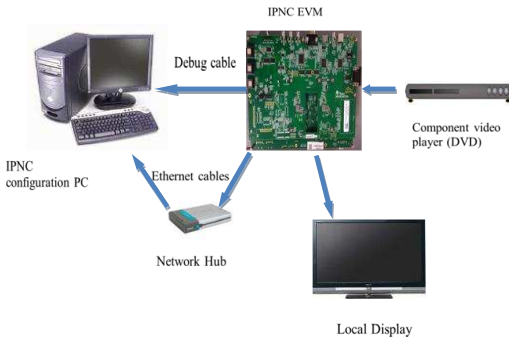
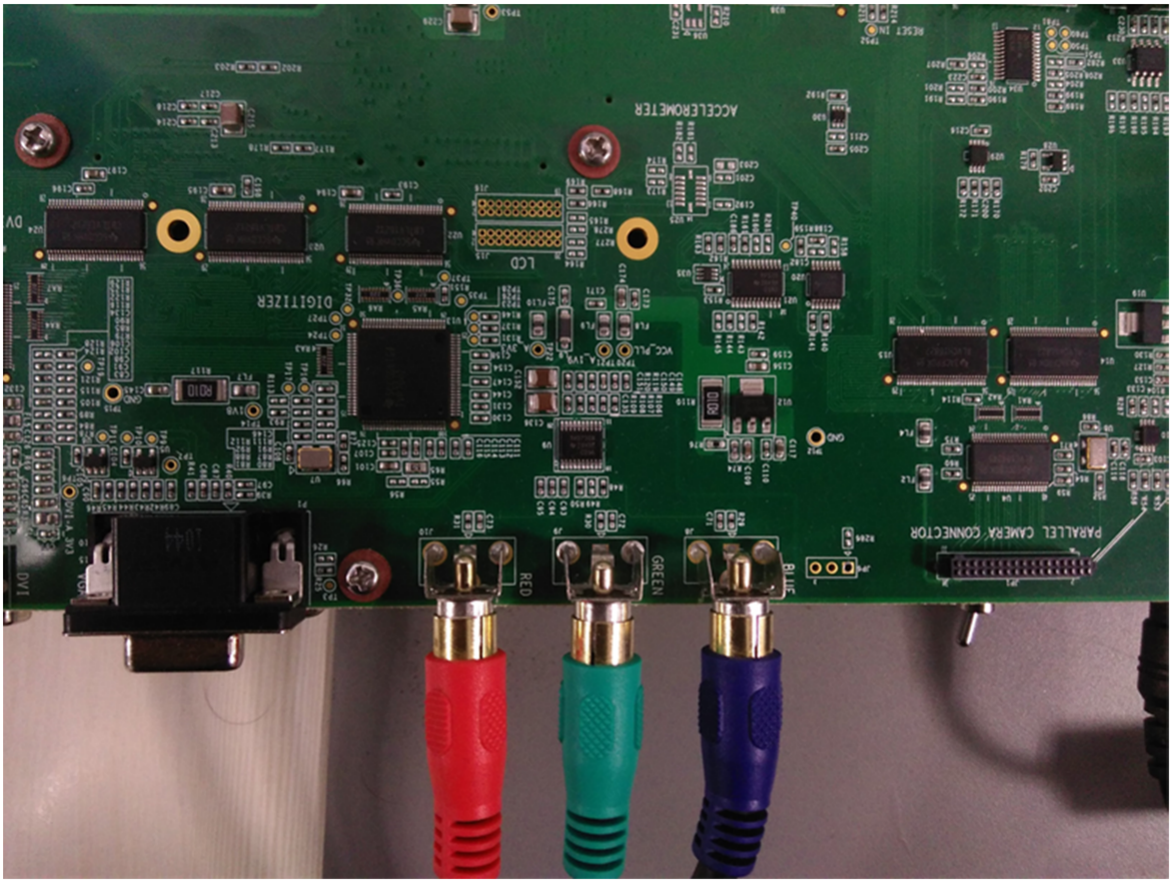
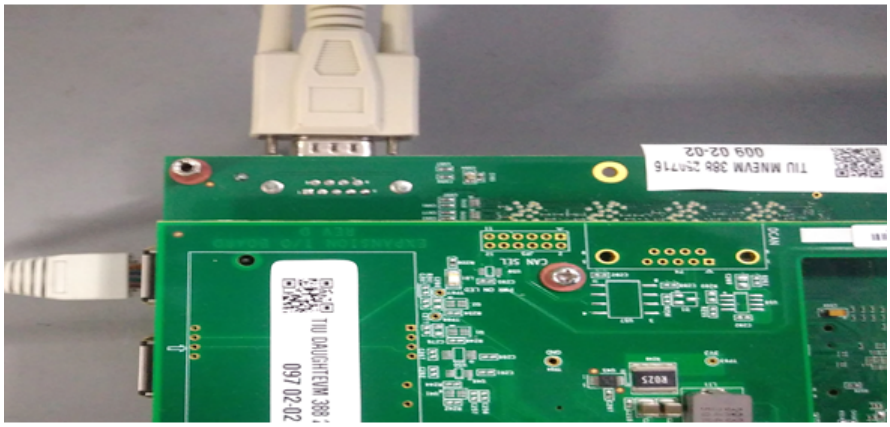

Figure 2. Full Setup Required for Testing With Component Video Input
Figure 3. Analog Component Cable Connected to EVM
Figure 4. Serial Cable Connected to EVM
1. Connect analog component cable from component video player (DVD Player) to DM38x EVM as shown in Figure 2 and Figure 3.
2. Connect debug (serial) cable to the configuration PC as shown in Figure 2 and Figure 4.
3. Connect HDMI cable from base-board (on DM38x EVM) to 'Local Display' as shown in Figure 2.
4. Connect DM38x EVM and 'IPNC configuration PC' through Ethernet cable directly or using network hub as shown in Figure 2.